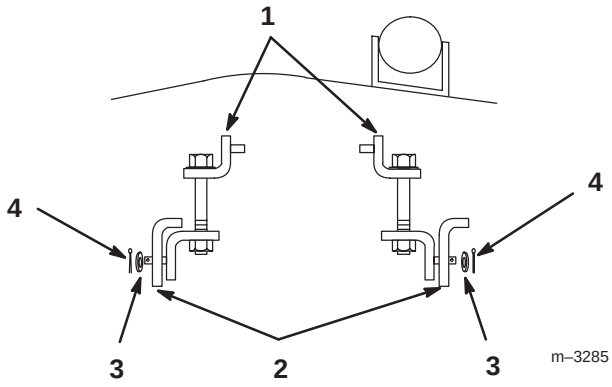

Figure 3
5. Rotate adjustable links so bolt heads are up and place between brackets, as shown, on front of the mower (Fig. 3).
6. Secure to brackets with 1/2” washers and 1” (26 mm) cotter pins (Fig. 3).